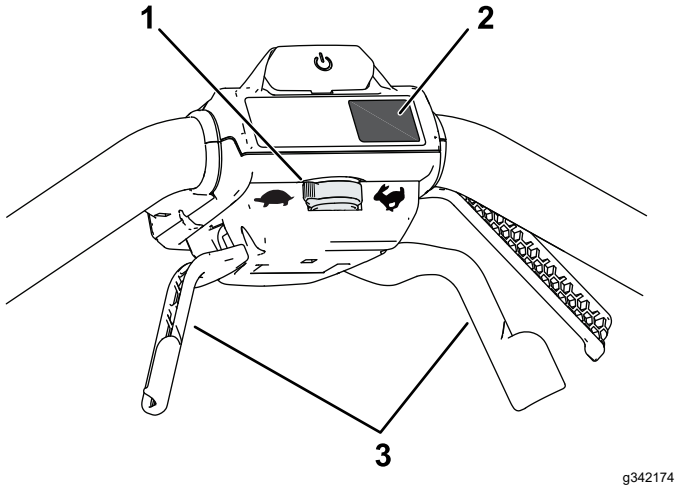

Figur 12
- **Brug knappen for hastighedsregulering til at justere selvkørselshastigheden (Figur 12).**
- **For at aktivere selvkørselsdrevet skal du trække selvkørselsdrevshåndtagene op til håndtaget og holde dem her(Figur 12).**
Tryk på MAX-knappen under tænd/sluk-knappen for at indstille maskinen til MAX (maksimal) hastighed (Figur 12).